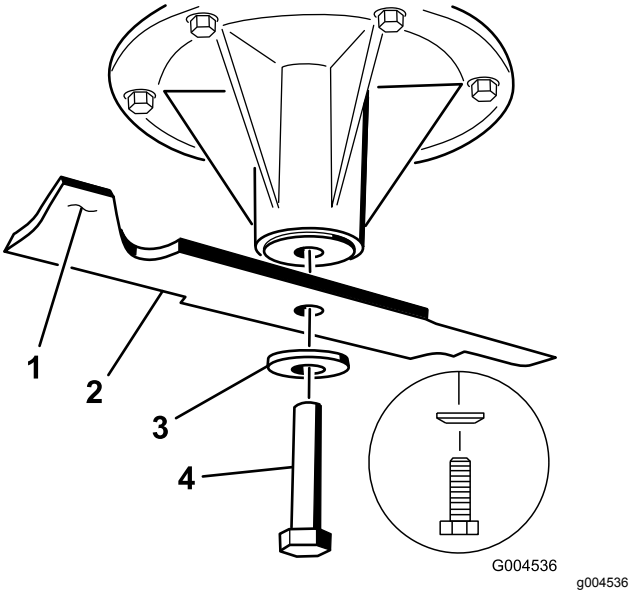

**Figuur 105**
1. Monteer het mes op de as (Figuur 105).
2. Monteer de veerschijf en de mesbout (Figuur 105).
**Opmerking:** De conus van de veerschijf moet worden gemonteerd op de boutkop (Figuur 105).